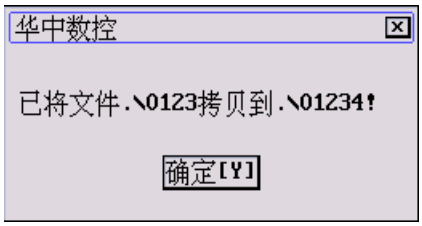

图 7.5.3 拷贝成功提示
(7) 在“文件名”栏输入要拷贝的目标文件名；
(8) 按 **Enter** 键，弹出如图 7.5.3 所示的提示对话框；